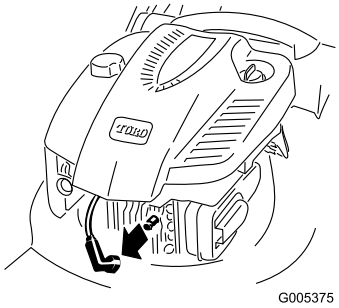

Figuur 19
2. Trek de bougiekabel los van de bougie (Figuur 19) alvorens onderhoudswerkzaamheden uit te voeren.